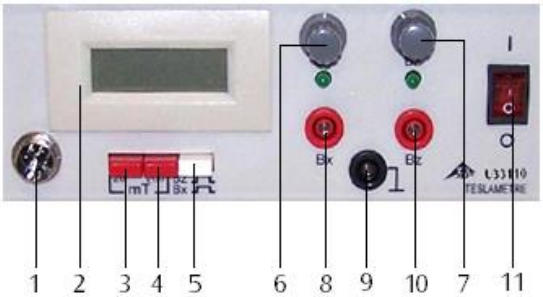

Fig. 3: Bedienelemente des Teslameters:
- Magnetfeldsonde an die Anschlussbuchse für Magnetfeldsonde des Teslameters anschließen (Fig. 3).